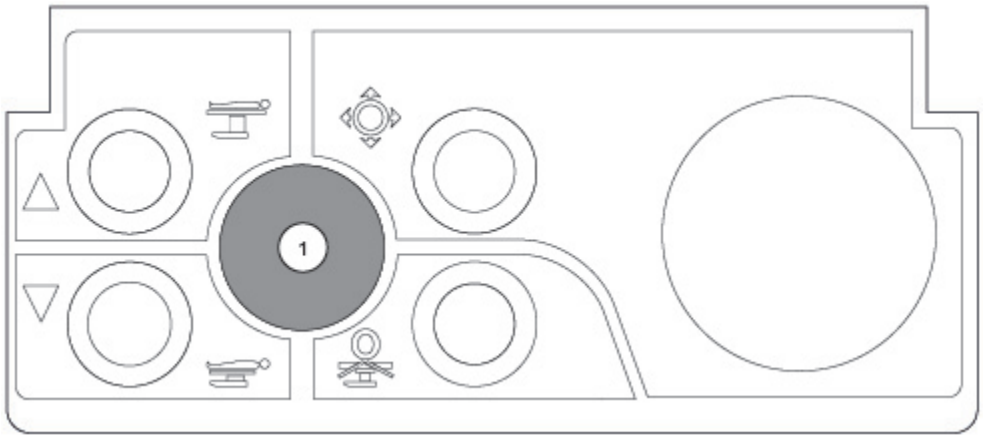

Figure 8-5. Light Indicator
See *Figure 8-5* and refer to *Table 8-3* for an explanation of the indicator light (1) on the joystick.